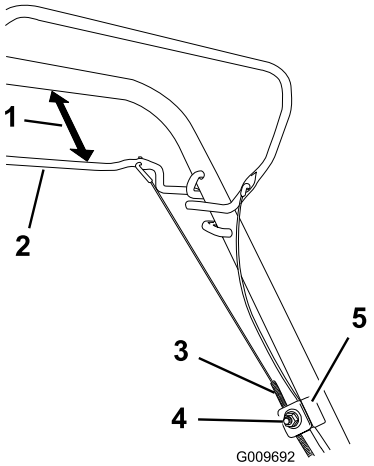

Bild 28
1. Lösen Sie die Kabelstützenmutter (Bild 28).
2. Halten Sie den Selbstantriebsbügel 25 bis 38 mm vom Bügel entfernt (Bild 28).
3. Ziehen Sie den Kabelmantel (zum Rasenmäher), bis das Kabel stramm ist (Bild 28).